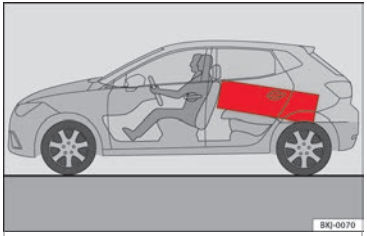

Fig. 166 Los objetos pesados deberían transportarse lo más adelante posible.
– Coloque los objetos pesados en la parte delantera del maletero, lo más al fondo posible **»» fig. 166**.